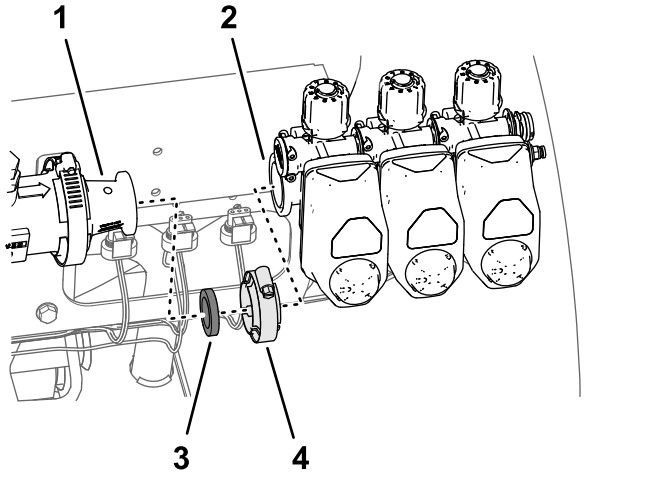

Figur 67
4. Afmonter de 3 sektionsventiler fra maskinen (Figur 67).